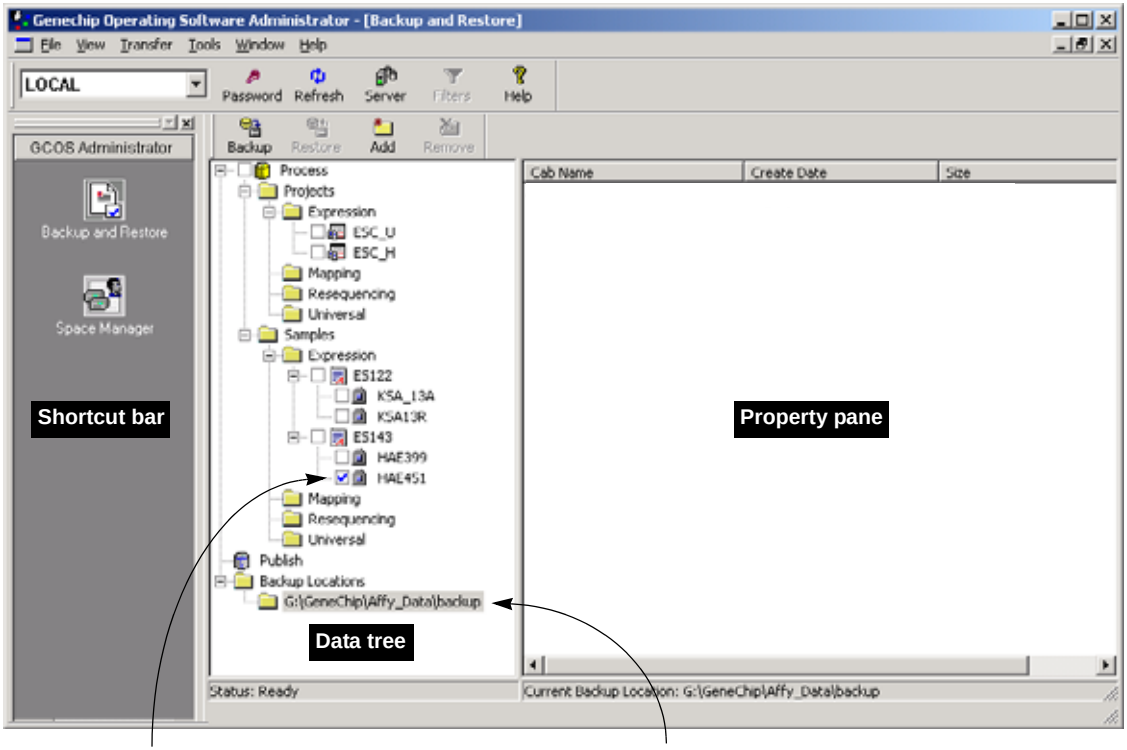

Figure 16.10
2. Click the check box next to each item that you want to copy to a .cab file **(Figure 16.10)**.